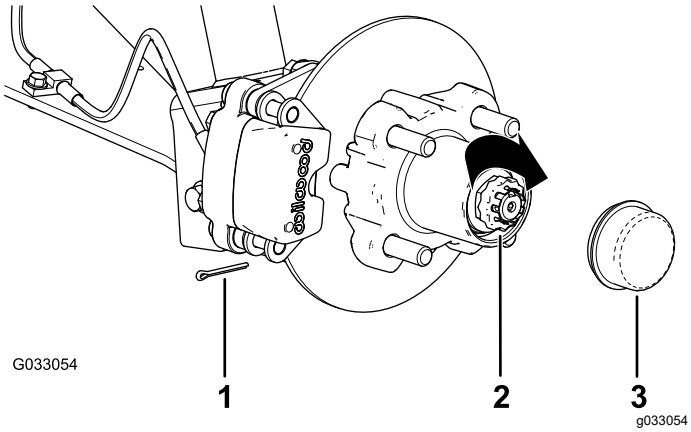

**Figura 32**
8. Coloque el retén sobre la tuerca y compruebe la alineación de la ranura del retén y el taladro de la chaveta del eje (Figura 32).
9. Instale la chaveta y doble las patas alrededor del retén (Figura 32).
10. Instale el tapón guardapolvo sobre el cubo (Figura 32).